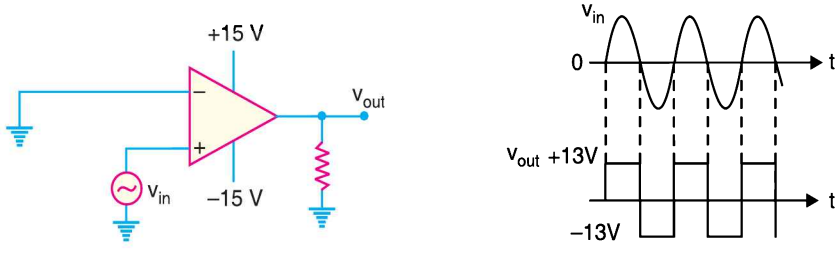

Fig. 25.95
2. As a zero-crossing detector. When one input of a comparator is connected to ground, it is known as zero-crossing detector because the output changes when the input crosses 0 V. The zero-crossing circuit is shown in Fig. 25.95. The input and output waveforms are also shown. When the input signal is positive-going, the output is driven to positive maximum value (*i.e.* + V_{sat} = + 13 V). When the input crosses the zero axis and begins to go negative, the output is driven to negative maximum value (*i.e.* – V_{sat} = – 13 V).